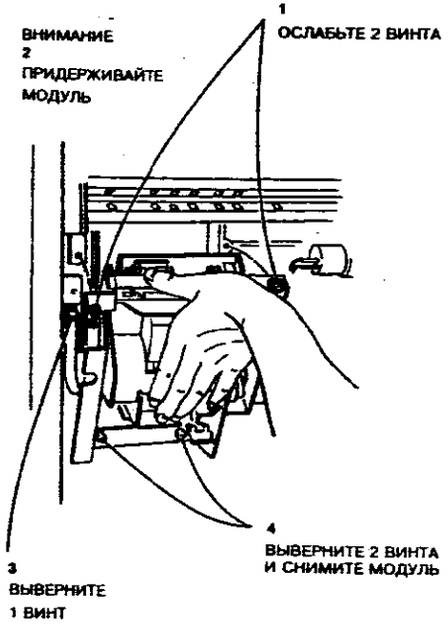

**Рисунок 3. Снятие модуля степлера**
6. (Рисунок 3) Снимите модуль степлера.